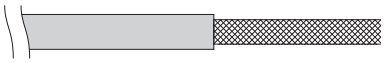

Fig. 4-9
(1) Retirez l'isolant du câble sans endommager le blindage tressé. (Fig. 4-9)